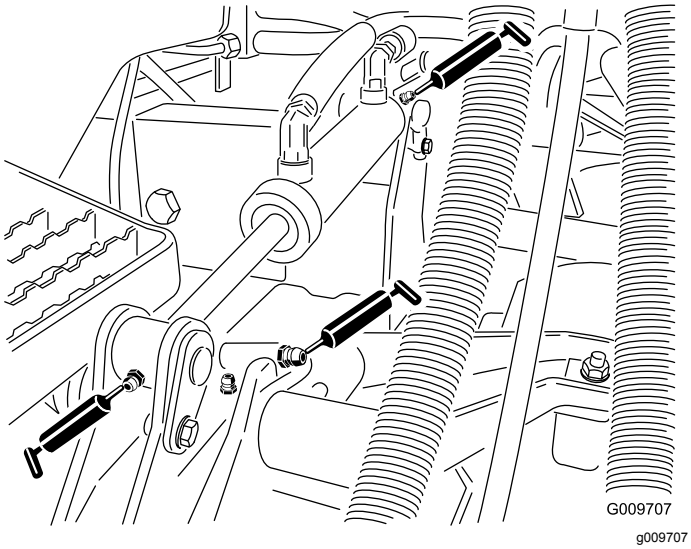

Figur 46
- Lyftarmsbussningar (1 per däck) (Figur 46)
- Lyftcylindersbussningar (2 per däck) (Figur 46)